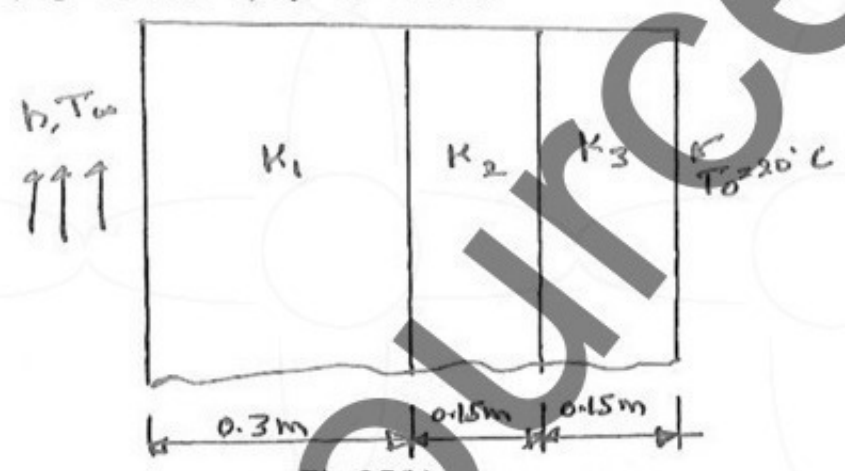

Fig.Q7(b) **(12 Marks)**
b. A composite wall consists of three materials as shown in Fig.Q7(b). The outer temperature is $T_0 = 20°C$. Convection heat transfer takes place on the inner surface of the wall with $T_\infty = 800°C$ and $h = 25\ W/m^2°C$. Determine the temperature distribution in the wall. Take $K_1 = 20\ W/m°C$, $K_2 = 30\ W/m°C$, $K_3 = 50\ W/m°C$.